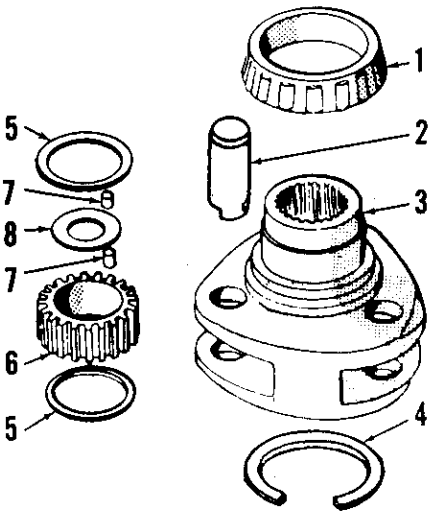
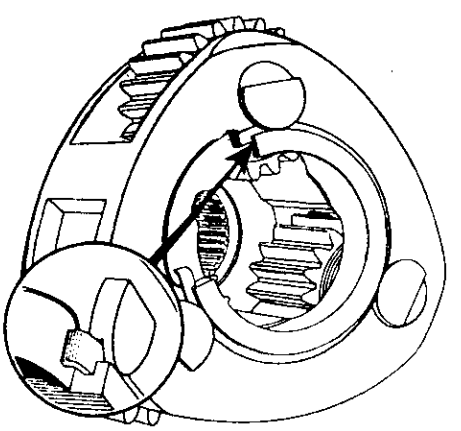

Fig. 335–Exploded view of late type planetary unit. Refer to Fig. 336 for disassembly techniques.
Fig. 336–Planet pinion shafts are retained by "C" ring as shown. Bend ends of ring into depression in carrier (inset) to secure the ring.
Fig. 334–Pressing the three planetary pinion shafts, retainer and bearing from early type planetary carrier. A flat plate and three pins of equal length are used to press shafts and retainer evenly. On late models, refer to Figs. 335 & 336.
335. Planet pinion shafts (2) are a slip fit in carrier (3) and are retained by "C" ring (4) which rotates into a slot in carrier and shafts as shown in Fig. 336. To disassemble the unit, straighten end of "C" ring and rotate ring until shafts are free. Withdraw shaft and slide out pinion and bearing, being careful not to lose any of the loose needle rollers (7—Fig. 335). Assemble by reversing the disassembly procedure. Bend the ends of "C" ring into depression in carrier as shown in Inset, Fig. 336. Planet pinions and bearings are interchangeable in old and new units.